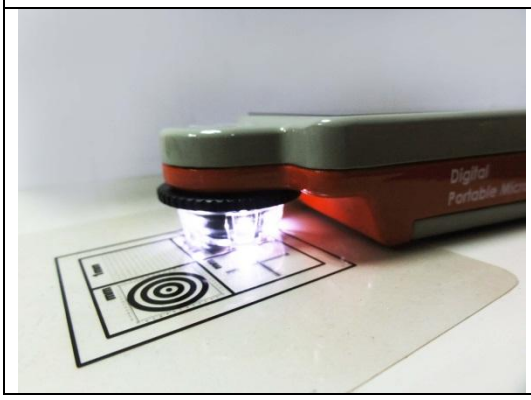

Fig. 5-37 Contacted and Non-Contacted
(3) Calibrate “contacted and “non-contacted” scale
- Non-contacted scale: To hold the machine by the supporter, fix the machine overhead a ruler for a certain distance, it can observe a wider field of view. Non-contacted scale is only for low magnification. See Fig 5-37.